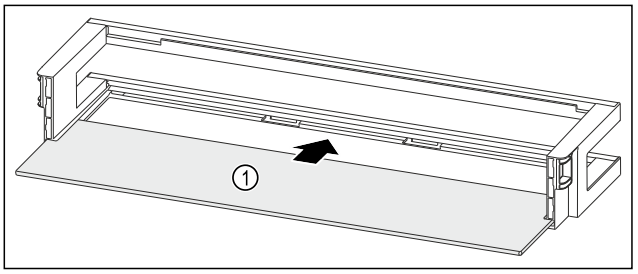

*Fig. 93 Door rack with shelf*
- ▶ Push the shelf *Fig. 93 (1)* into the side recesses.